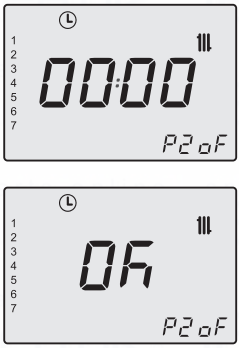

Fig. 2.17
Any unused programmes must be set to 0. Once set to 00:00 confirm with key 19 and the related automatic off time brackets will be set to 00:00 (Fig. 2.17).